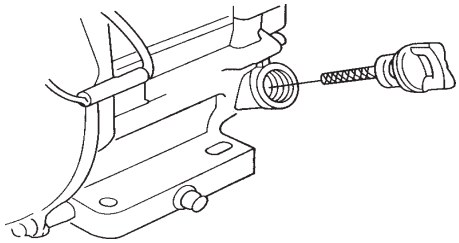

Figura 3. Varilla medidora del aceite del motor (Desmontable)
2. Retire la varilla medidora de adentro del orificio para el llenado de aceite del motor (Figura 3) y límpielo.